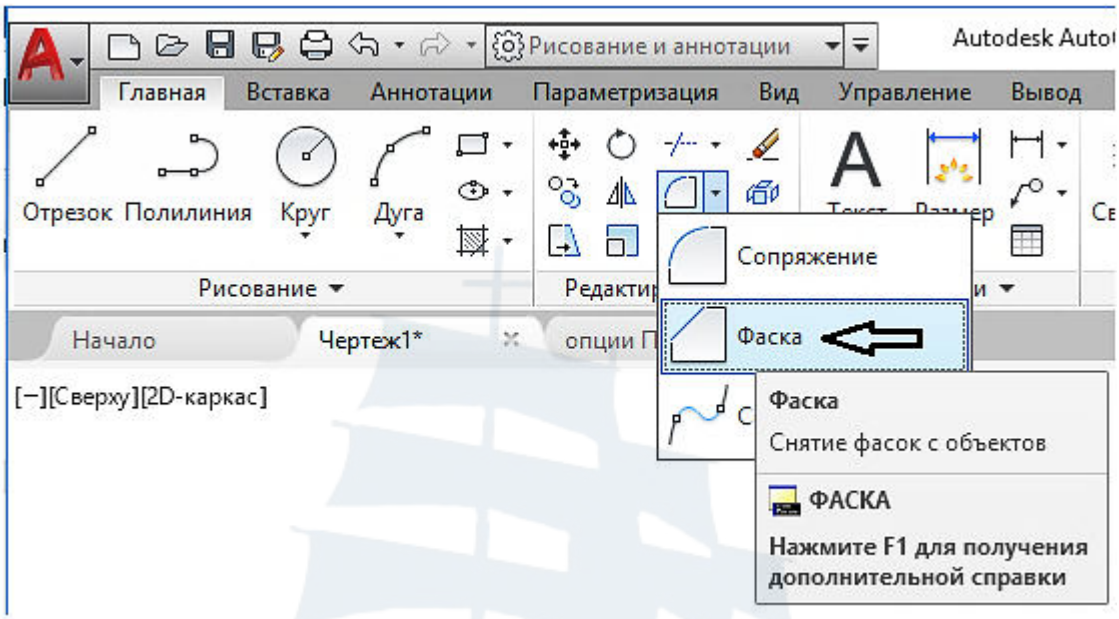

Рис. 85
– щелчком мыши по кнопке **Фаска** (рис. 85) на панели инструментов **Редактирование** на вкладке **Главная** ленты инструментов (предварительно раскрыть список команд, нажав кнопку);